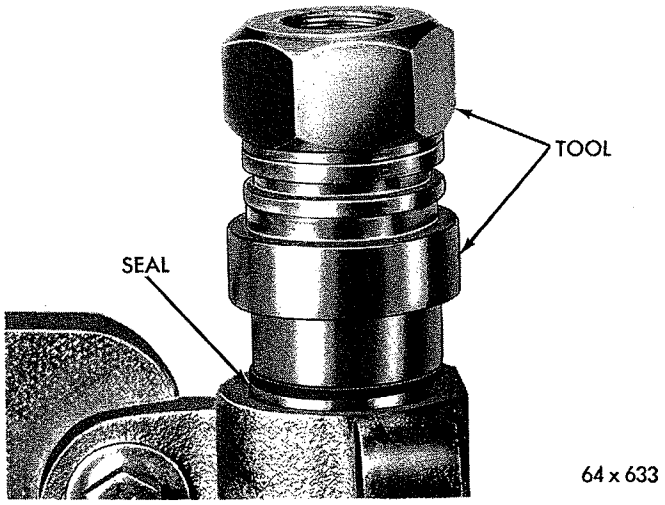
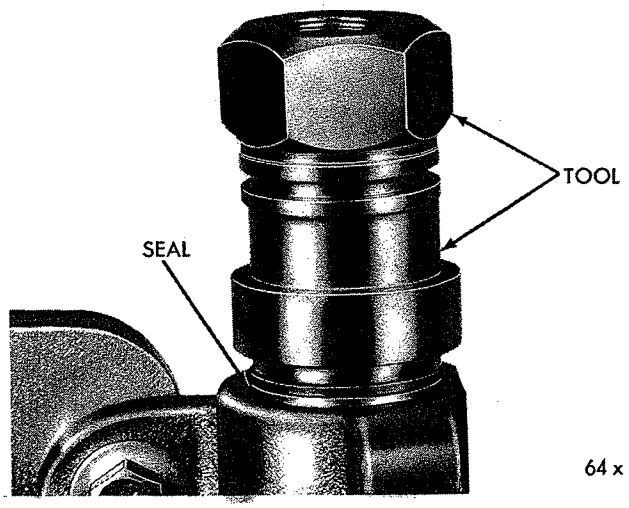

*Fig. 6—Installing Gear Shaft Inner Oil Seal*
*Fig. 7—Installing Gear Shaft Grease Retainer*
(4) Remove oil seal snap ring with pliers Tool C-3229 and remove seal back-up washer.
(5) Use Tool C-3880 in same manner as outlined in step (3) to remove inner seal.
(6) Place tool adapter SP-3828 with long step of adapter against new seal and slide it over shaft with seal lip toward housing (Fig. 6). Install tool nut on gear shaft and tighten tool nut until shoulder of tool adapter contacts gear housing.
(7) Remove tool nut and adapter and install seal back-up washer and oil seal snap ring with sharp edge out.
(8) Position grease retainer in housing bore. Place tool adapter SP-3828 with short step of lip against seal (Fig. 7). Install tool nut on gear shaft and tighten tool nut until shoulder of tool adapter contacts gear housing.
(9) Place steering gear and front wheels in straight ahead position and install steering gear arm and nut.
(10) Tighten steering gear arm nut to 120 foot-pounds.